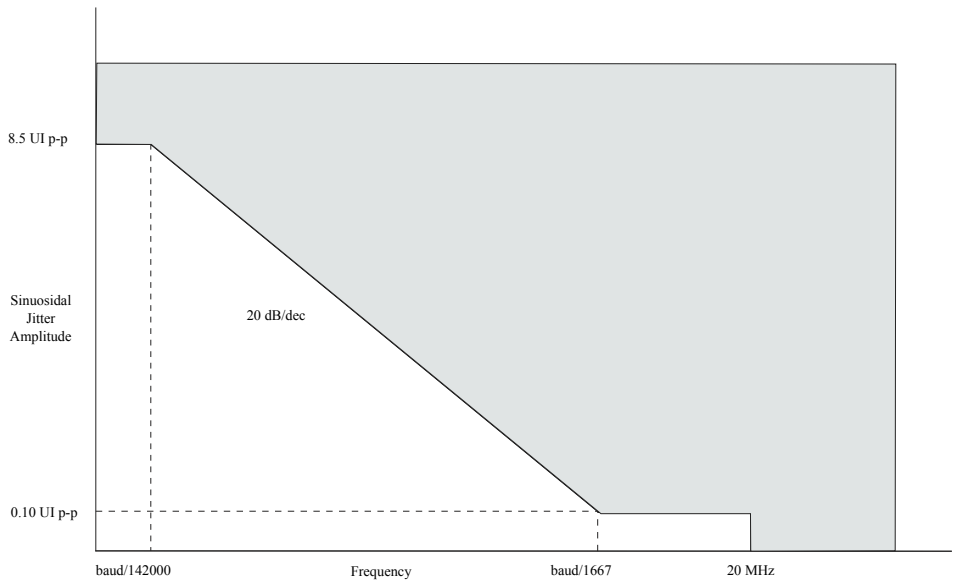

Figure 58. Single-frequency sinusoidal jitter limits
1. See Figure 58.
| 1. Measured at receiver.2. Total jitter is composed of three components: deterministic jitter, random jitter, and single frequency sinusoidal jitter. The sinusoidal jitter may have any amplitude and frequency in the unshaded region of the Single-frequency sinusoidal jitter limits figure shown below. The sinusoidal jitter component is included to ensure margin for low frequency jitter, wander, noise, crosstalk and other variable system effects.3. See Figure 58. | | | | | | |